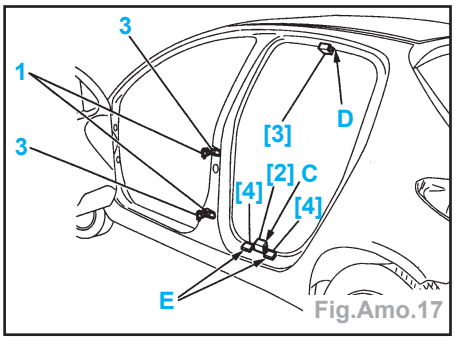

Fig.Amo.17
- Positionner (Fig.Amo.17) :
- les cales [2] en (C) (cote de 13 mm vers l'extérieur),